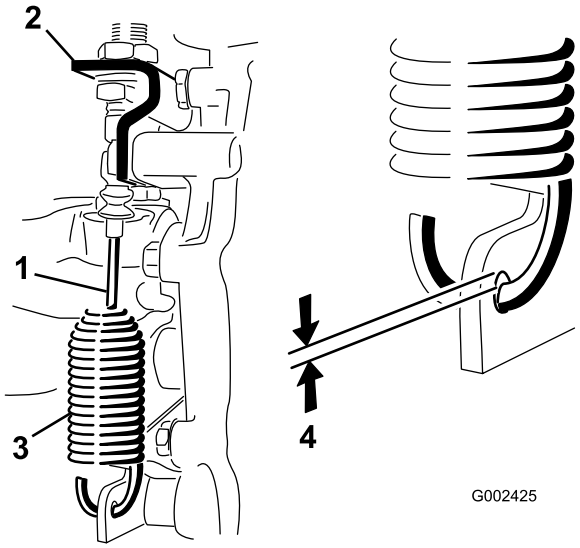

Figura 56
2. Afloje las contratuercas que fijan el cable del bloqueo del diferencial al brazo del transeje (Figura 56).